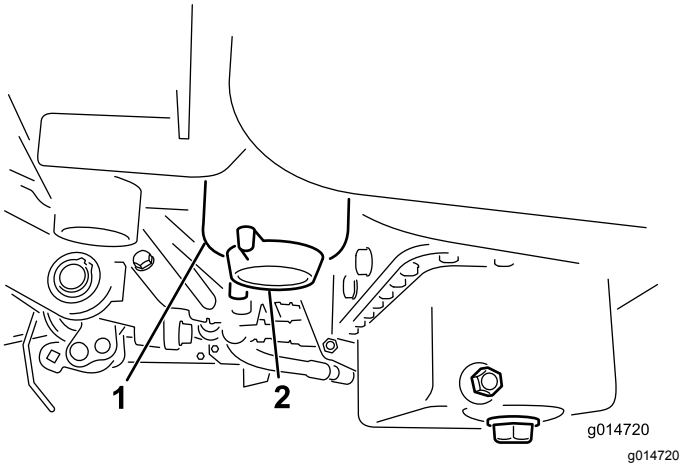

**Figur 31**
3. Öppna avtappningspluggen på bränslefiltret cirka ett varv och töm ut eventuellt ansamlat vatten (Figur 31).